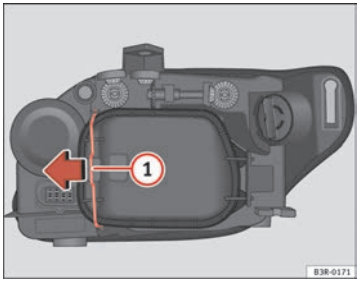

Fig. 214 Side light bulb (inside of vehicle)
- Move the brace ⇒ fig. 214 (1) in the direction of the arrow and remove the rigid cover, separating the brace side and then removing the two tabs from the other end of the cover.